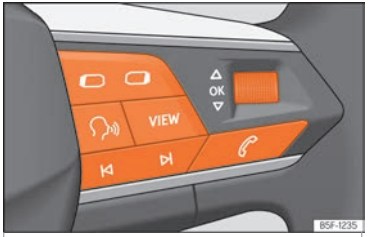

Fig. 70 Partie droite du volant multifonction : touches permettant d'utiliser les menus et les messages d'information du combiné d'instruments.
confirmées et masquées en appuyant sur la touche OK du volant multifonction ››› fig. 70.
- Si le système affiche un message ou le pictogramme d'un véhicule : appuyez sur la touche OK ››› fig. 70 plusieurs fois si nécessaire.
- Pour changer de menu, utilisez les touches ⊖ ou ⊕ ››› fig. 70.
- Pour ouvrir le menu ou le message d'information affiché, appuyez sur la touche OK ››› fig. 70 ou patientez quelques secondes jusqu'à ce que le menu ou le message d'information s'ouvre automatiquement.
- Dans le menu affiché, faites tourner la molette droite du volant multifonction ››› fig. 70 jusqu'à ce que l'option de menu désirée soit sélectionnée. L'option s'affiche en surbrillance.
- Appuyez sur la touche OK ››› fig. 70 pour réaliser les modifications désirées. Une marque indique l'activation de la fonction ou du système concerné.
Appuyez sur la touche ⊖ ou ⊕ ››› fig. 70.